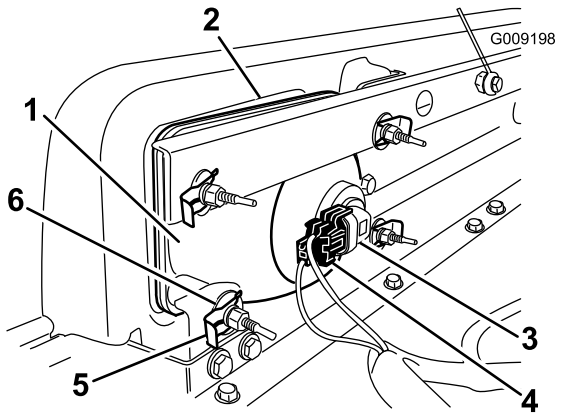

Figur 34
2. Fjern forlygteenheden ved at føre den fremad og ud gennem åbningen i forkofangeren (Figur 34).
3. Monter den nye forlygte gennem åbningen i kofangeren (Figur 34). Sørg for, at justeringsstængerne flugter med hullerne i kofangerens monteringsbeslag.